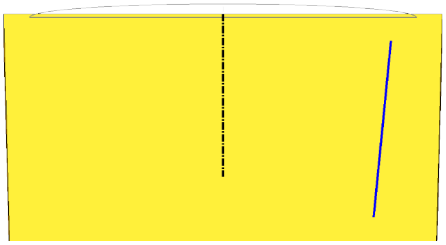

Fig. 33
Step 8. Draw a line at angle some what parallel to the right body edge away from any geometry (sketch or edge), **Fig. 33**.